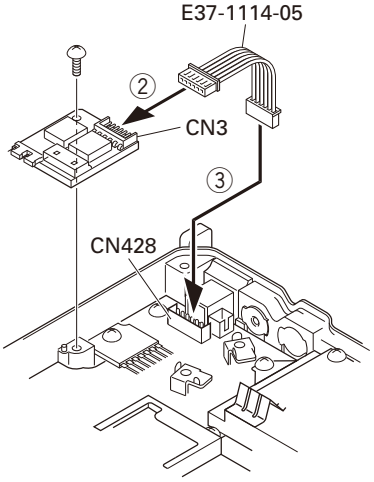

Fig. 2-2
3. Remove the 6-pin jumper connector inserted in the TX-RX unit (B/3) connector (CN428). (①)
4. Insert one side of the lead wire with connector (E37-1114-05) into the relay unit connector (CN3) (②) and the other side into the TX-RX unit (B/3) connector (CN428) (③).
5. Place the relay unit at the position shown in Figure 2-2 and secure it to the chassis with a screw.
6. Remove the cap on the rear of the chassis by pushing it from the inside with your finger. (④)
7. Pass the 6-pin connector of the cable (E37-1113-15) through the chassis hole (⑤) and insert the bush into the chassis hole.
8. Rotate the bush of the cable 90 degrees counterclockwise as viewed from the rear of the chassis. (⑥)
9. Insert the 6-pin connector of the cable into the connector (CN2) of the KAP-2 relay unit. (⑦)